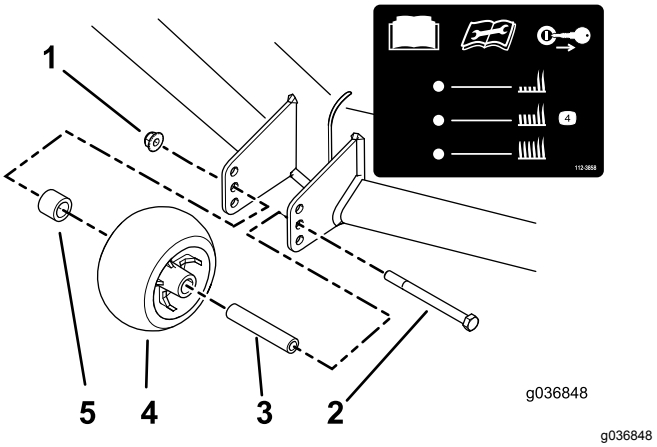

Figure 31
3. Réglez les galets anti-scalp comme montré à la Figure 31.